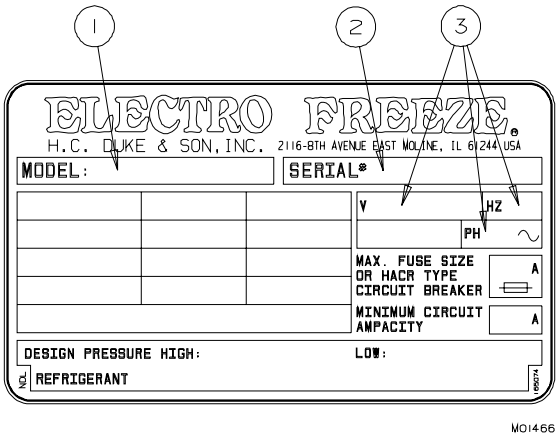

Figure 3-1
1. Always verify electrical specifications on the data plate (figure 3-1) of each individual freezer. Data plate specifications will always supersede the information in this manual.
1. Check the data plate (figure 3-1) for fuse size, wire ampacity, and electrical specifications.
Fill in the following information as soon as you receive the freezer. (The item numbers —encircled, below — correspond to the callout numbers in figure 3-1.)